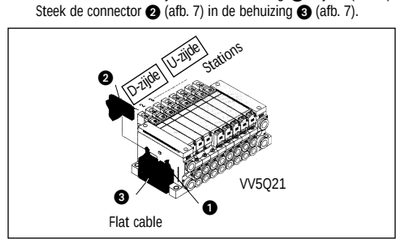

Afb. 7
Elektrische aansluiting van flat cable connector (afb. 7)
1. Zorg dat de twee borgklemmen ❶ (afb. 7) opengeklapt staan, d.w.z. naar de buitenzijde van de behuizing ❸ wijzen (afb. 7). Steek de connector ❷ (afb. 7) in de behuizing ❸ (afb. 7).
Zorg ervoor dat de connector recht op de pennen in de behuizing valt. Klap de twee klemmen ❶ (afb. 7) naar de connector ❷ toe (afb. 7) tot deze vergrendelen.